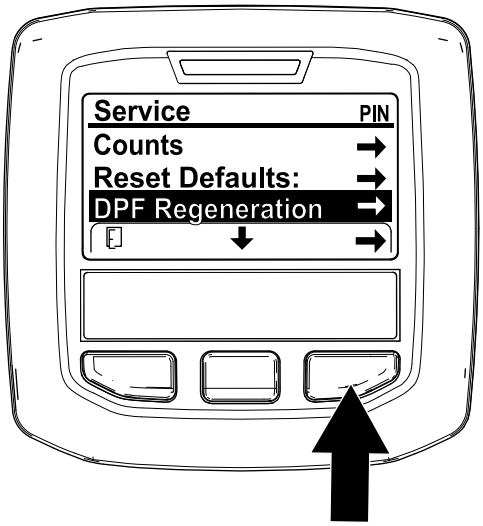

Figura 53
1. Accesai meniul Service i apăsai butonul central pentru a derula în jos la opiunea DPF REGENERATION (REGENERARE DPF) (Figura 53).
2. Apăsai butonul din dreapta pentru a selecta accesarea Regenerării DPF (Figura 53).